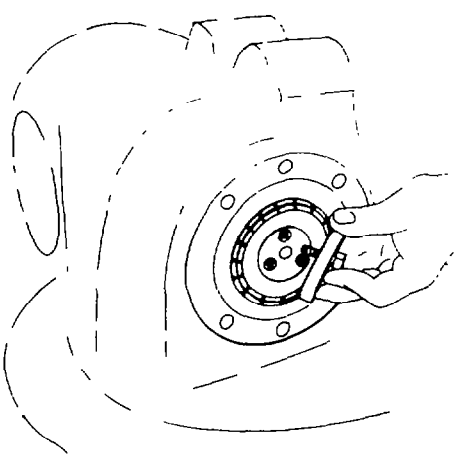

Fig. 327 — Installing Clamp Plate and Retaining Bolts
q. Install the clamp plate and retaining bolts as shown in fig. 327. Torque the retaining bolts to 75 - 100 Nm (55 - 75 lb.ft).